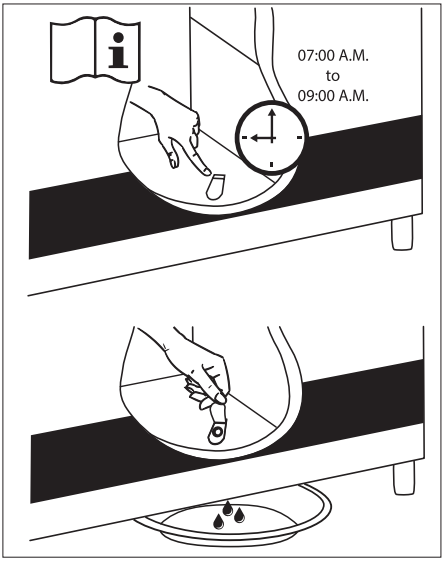

图 16
3. 在冷凝水排水口下方放置一个接水盘。如果设备配备自动排水系统，则无需放置接水盘。参见图 16。